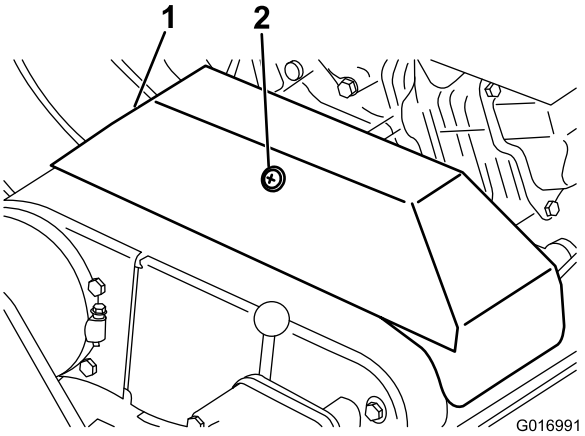

**Figur 36**
3. Løsne på holderen som fester V-remdekslet, og vri til dekslet åpner seg (Figur 36).